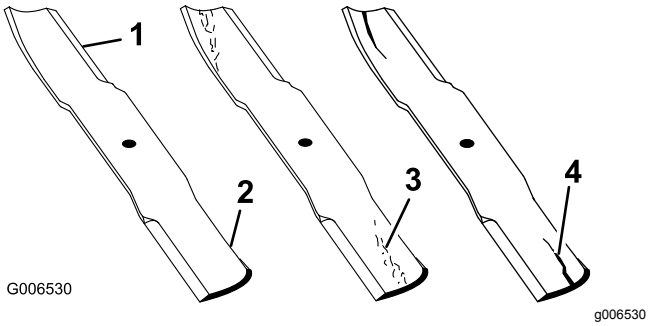

Bild 75
1. Untersuchen Sie die Schnittkanten (Bild 75).
4. Wenn Sie Risse, Verschleiß oder Rillenbildung in diesem Bereich feststellen, sollten Sie sofort ein neues Schnittmesser einbauen (Bild 75).